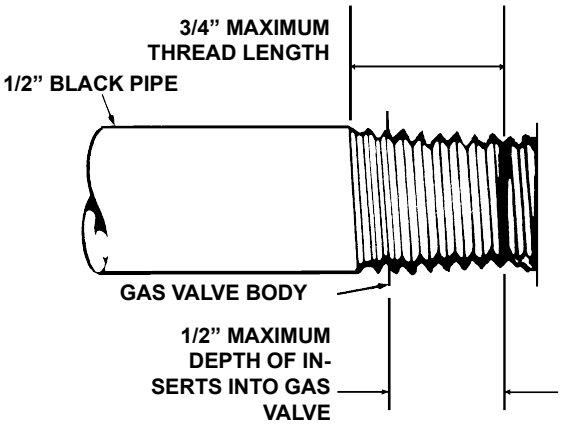

Figure 6. Gas Valve Connection Requirements
- Male threads on pipe to be installed into gas valve shall meet the requirements of Figure 6. Threads longer than those shown in the figure may cause gas valve distortion and malfunction.
> ⚠ **WARNING**: Failure to ensure that male threads on pipe to be installed into gas valve meet the requirements of Figure 6 may cause gas valve damage, distortion and malfunction.